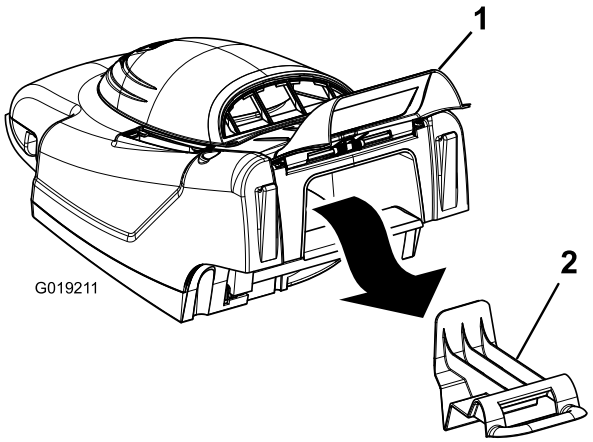

Figura 14
1. Sollevate lo sportello posteriore e togliete il tappo mulching (Figura 14).